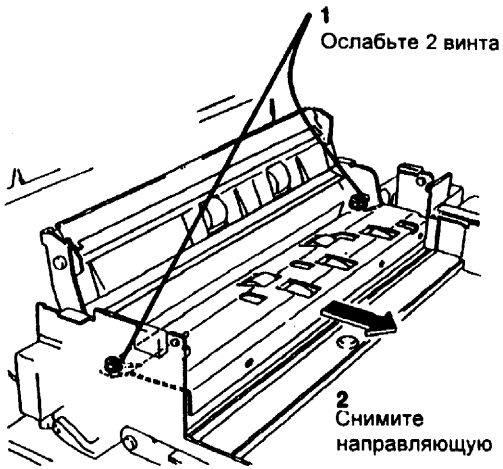

Рис. 2 Снятие нижней направляющей
2. (Рис. 2) Снимите нижнюю направляющую.